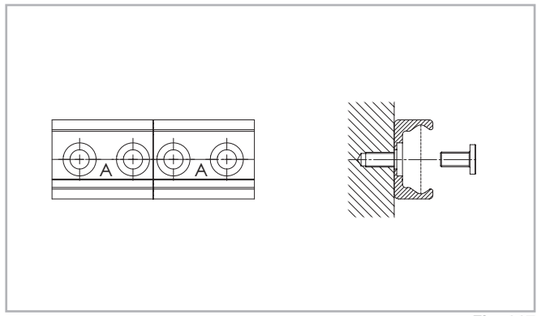

Fig. 117
(1) Fix the individual rails on the mounting surface by tightening all screws except for each last one on the rail joint.
(2) Install the end fixing screws without tightening them (see fig. 117).